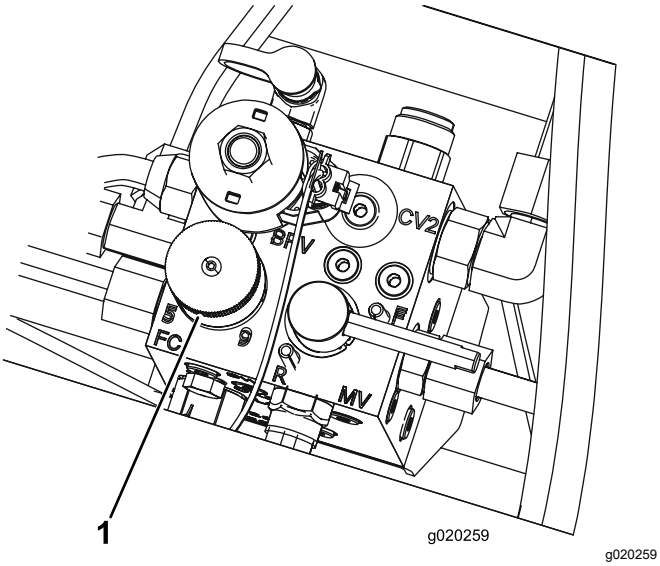

**Figure 37**
4. Pour régler la vitesse des cylindres, tournez le bouton (Figure 37) jusqu'à ce que la flèche soit en face du numéro correspondant au réglage voulu.